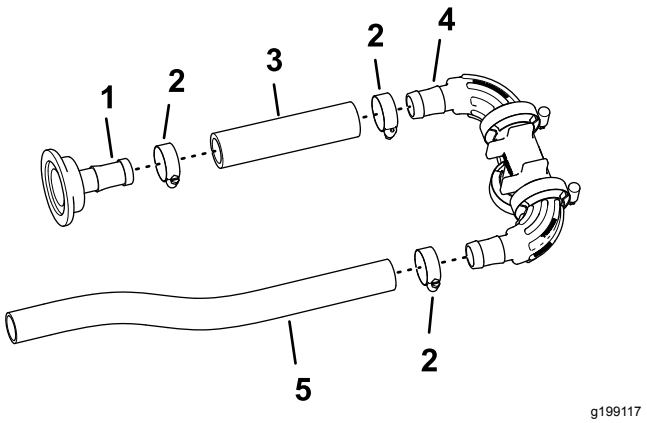

Figur 90
1. Monter slangen (1 x 5-3/4 tommer) på den lige slangemodhage (1 x 2 tommer) med en slangeklemme (3/4 til 1-1/2 tommer), og stram klemmen med håndkraft (Figur 90).
2. Monter den anden ende af slangen (1 x 5-3/4 tommer) på manifoldens fitting med modhager med en slangeklemme som vist i Figur 90, og stram slangeklemmen med håndkraft.
3. Monter slangen (1 x 16 tommer) på den anden manifolds fitting med modhager med en slangeklemme, og stram klemmen med håndkraft (Figur 90).